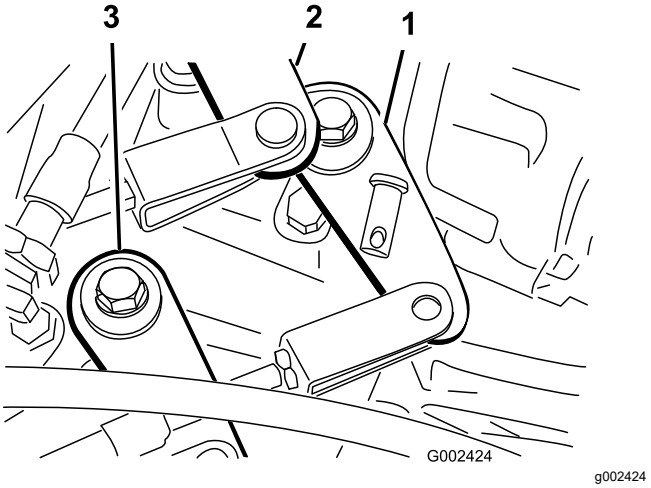

Figur 53
2. Fjern gaffelboltene, der fastgør gearkablerne til gearkassens gararme (Figur 53).
1. Fjern gaffelboltene, der fastgør kablet til højt/lavt hastighedsområde til gearkassen (Figur 53).